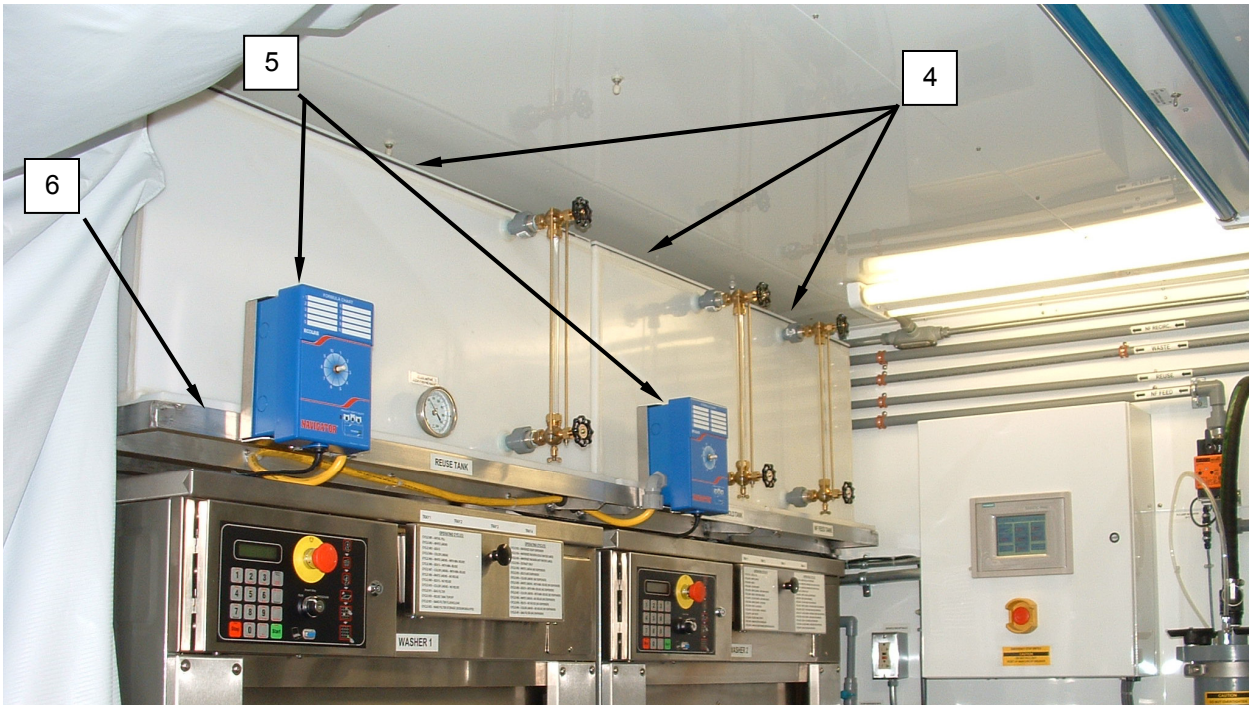

Figure 5. Replace the Water Reuse Holding Tanks.
2. Drain tank **(Figure 5, Item 4)** completely.
3. Tag and remove all hose connections, electrical connections, and fittings from the damaged tank **(Figure 5, Item 4)**. Ensure that the level sensor and sight glass assembly is removed.
4. Remove the soap dispenser control modules **(Figure 5, Item 5)** from their mounts and place out of the way.
5. Remove mounting hardware retaining the tank **(Figure 5, Item 4)** to the tank rack **(Figure 5, Item 6)**.
6. Remove tank **(Figure 5, Item 4)**.
7. Remove screws, washers, and nuts retaining top of tank **(Figure 5, Item 4)**, and remove top.
9. Install the assembled tank **(Figure 5, Item 4)** in place and retain with original hardware.
10. Remount the soap dispenser control modules **(Figure 5, Item 5)**.
11. Install hose connections, electrical connections, and fittings, including the level sensor and sight glass assembly, onto the tank **(Figure 5, Item 4)** as tagged.